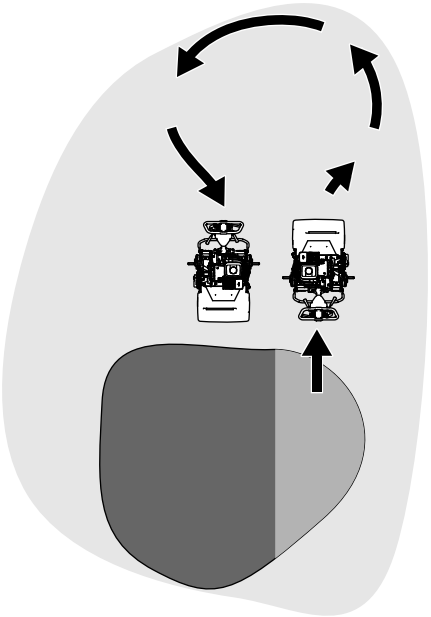

Figuur 23
- Haal de machine van de green door de messenkooi omhoog te brengen (handgreep omlaag duwen) en een traanvormige bocht te maken op de tractietrommel (Figuur 23).
1. Zoek de schakelhendel voor de tractie op de tandwielkast van de transmissie (Figuur 23).